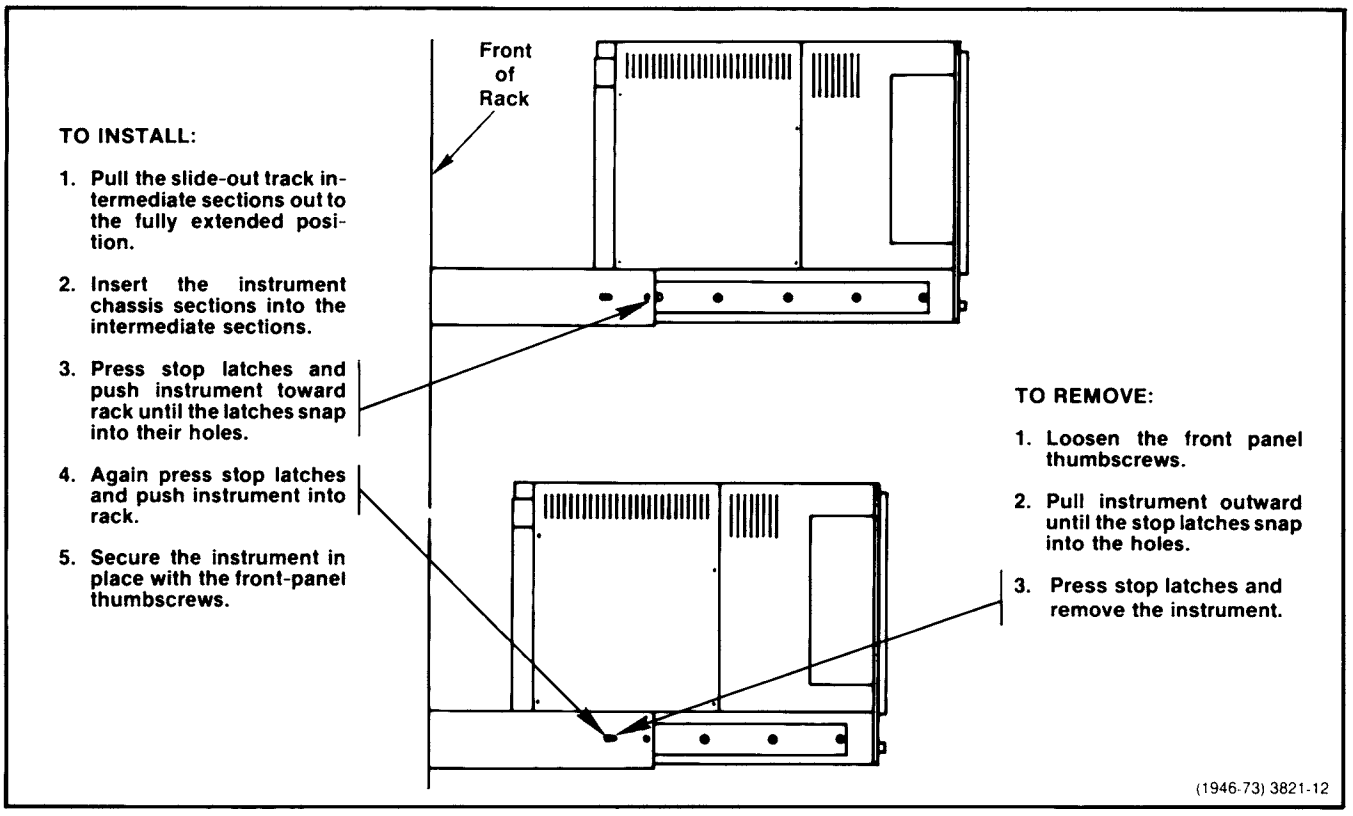

Fig. 4-8. Installing and removing the instrument.
1. Insert the instrument into the rack as described and shown in steps 1 through 4 of Fig. 4-8 "TO INSTALL" procedure.